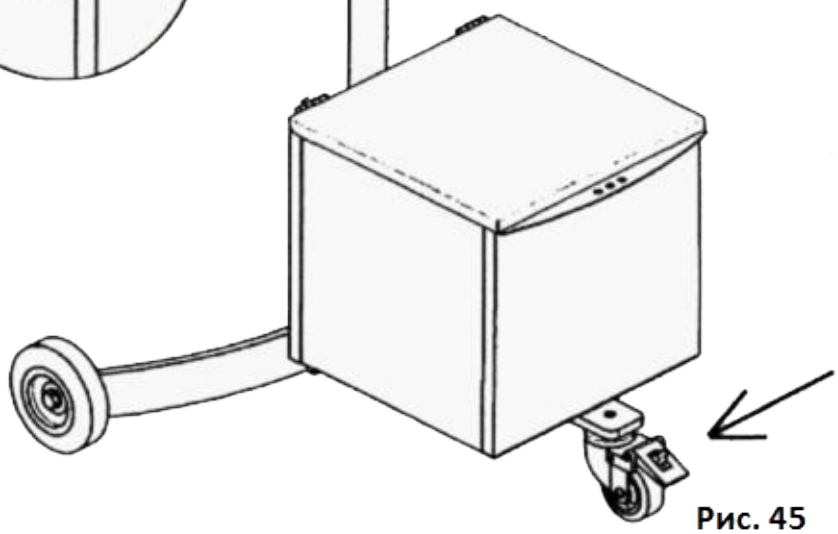

Рис. 45
6. Заблокируйте поворотное колесо станка, рис. 45.